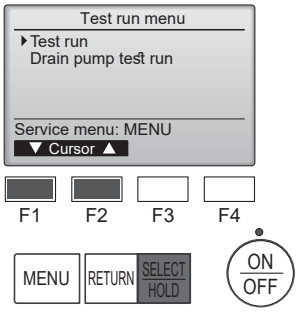

Fig. 7-2
② Select "Test run" from the Test run menu, and press the [SELECT/HOLD] button. (Fig. 7-2)
③ The test run operation starts, and the Test run operation screen is displayed.